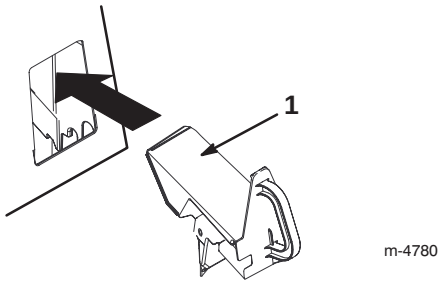

Figuur 17
4. Schuif de fijnmaakafsluiter in de opening, zoals getoond in Figuur 17.